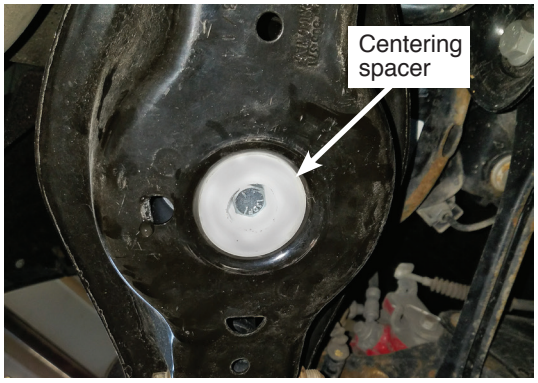

fig. 24
9. Install a 3/8” lock washer and 3/8”-24 x 2” hex cap screw and insert through the centering spacer and the factory lower spring seat and thread into the provided spring seat. Torque the bolt to 27Nm (20 lb.-ft.) (Fig. 24).